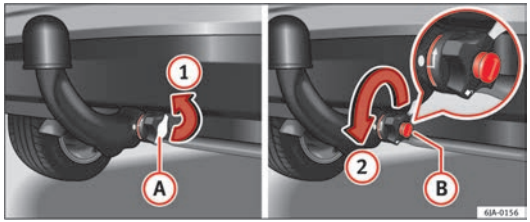
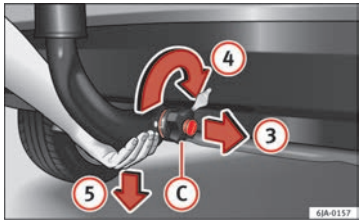

Fig. 120 Remove the key slot cover/unlock
Fig. 121 Unblock the ball-headed bar
– Remove cover (A) from over the regulator key slot in the direction of arrow (1) ⇒ Fig. 120.
– Insert key (B) in the key slot.
– Open the manual regulator lock by turning key (B) fully to the left in the direction of arrow (2). The arrow on the key points to the “unlocked” symbol.
– Hold the ball-headed bar from underneath ⇒ Fig. 121 and remove manual regulator (C) with your other hand in the direction of arrow (3).
– Turn the removed regulator fully in the direction of arrow (4) and firmly hold it in this position.
– Remove the ball-headed bar from the clamping bush, pulling downwards in the direction of arrow (5).